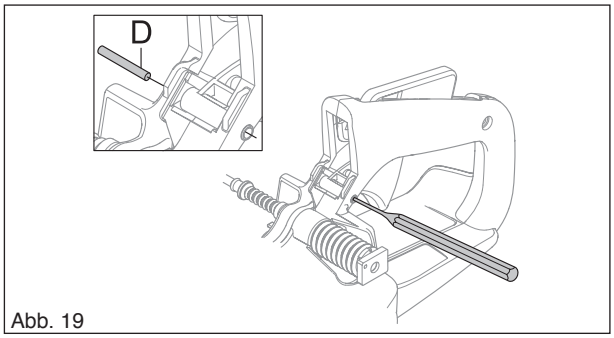

Abb. 19
Gashebelstift (D) mit einem Dorn herausdrücken (Siehe Abb. 19.).